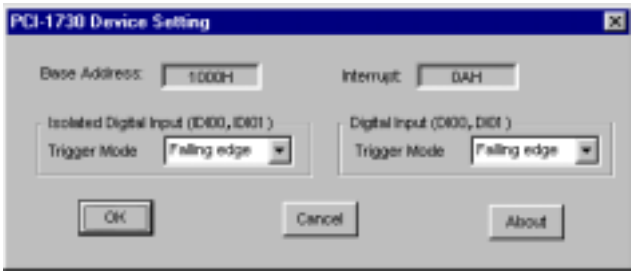

Fig. 2-6 The Device Setting dialog box
Step 3: Scroll down the *Supported of Devices* box to find the device that you wish to install, then click the ***Add…*** button to evoke the *Existing unconfigured PCI-1730* dialog box such as one shown in Fig. 2-5. The *Existing unconfigured PCI-1730* dialog box lists all the installed devices on your system. Select the device you want to configure from the list box and press the ***OK*** button. After you have clicked ***OK***, you will see a *PCI-1730 Device Setting* dialog box such as the one in Fig. 2-6.
Step 4: On the *PCI-1730 Device Setting* dialog box (Fig. 2-6), you can configure the IDI00, IDI01 and DI00, DI01 Interrupt trigger mode either as *Rising Edge* or *Falling Edge*, and *Enable* or *Disable* the IDI00, IDI01 and DI00, DI01.